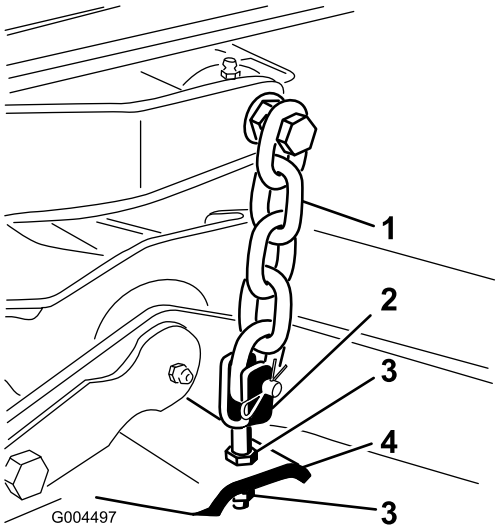

Figur 65
7. Hæv skjoldets bagende ved at justere kontramøtrikkerne, der fastgør de bageste skjoldgafler/-kæder, således at knivhældningen indstilles på 8 mm (Figur 65).